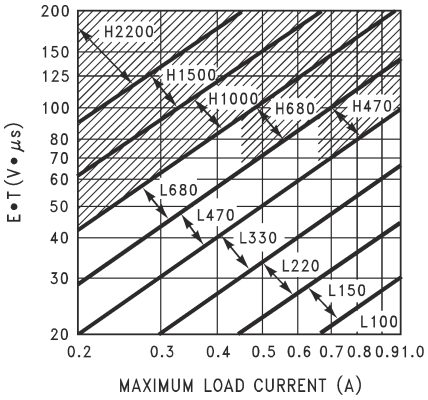

Figure 9-6. TL2575-ADJ
2. Inductor Selection (L1) **A.** Calculate the "set" volts-second (E × T) across L1: E × T = (V_{IN} – V_{OUT}) × t_{on} E × T = (V_{IN} – V_{OUT}) × (V_{OUT} / V_{IN}) × {1000 / f_{osc}(in kHz)} [V × µs] **Note** **NOTE:** Along with I_{LOAD}, the "set" volts-second (E × T) constant establishes the minimum energy storage requirement for the inductor. **B.** Using Figure 9-6, select the appropriate inductor code based on the intersection of E × T value and $I_{LOAD(Max)}$. **C.** The inductor chosen should be rated for operation at 52-kHz and have a current rating of at least 1.15 x $I_{LOAD(Max)}$ to allow for the ripple current. The actual peak current in L1 (in normal operation) can be calculated as follows: $I_{L1(pk)} = I_{LOAD(Max)} + (V_{IN} - V_{OUT}) \times t_{on} / 2L1$ Where $t_{on} = V_{OUT} / V_{IN} \times (1 / f_{osc})$	**2. Inductor Selection (L1)** **A.** Calculate the "set" volts-second (E × T) across L1: E × T = (25 – 10) × (10 / 25) × (1000 / 52) [V × µs] E × T = 115 V × µs **B.** Using Figure 9-6, the intersection of 115 V • µs and 1 A corresponds to an inductor code of H470. **C.** H470 → L1 = 470 µH Choose from: 34048 (Schott) PE-53118 (Pulse Engineering) RL1961 (Renco)